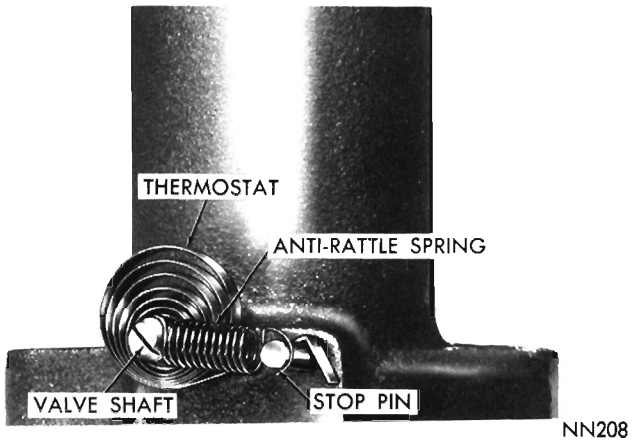

Fig. 26—Thermostat Installed (383, 440 Cu. In. Engines viewed from engine side)
(4) Install anti-rattle spring on end of stop pin and end of valve shaft. Make sure it does not interfere with thermostat (Fig. 26).